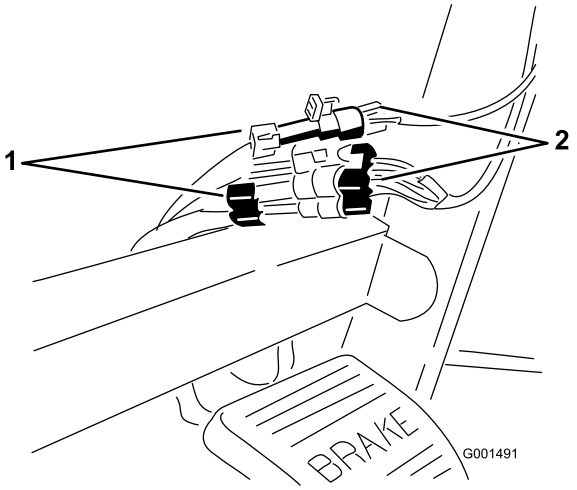

Figur 7
7. Tilslut Spray Pro-monitorens ledninger til ledningskonnektorerne under instrumentbrættet (Figur 7).